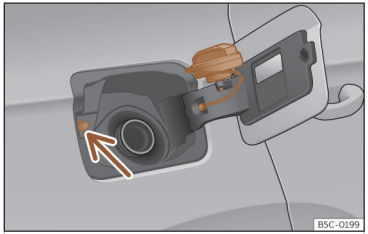

Abb. 199 Tankklappe mit aufgestecktem Tankverschluss.
- Platzieren Sie den Verschluss in der Aussparung, die sich im Scharnier der geöffneten Tankklappe befindet ››› **(Abb. 199)**.
Nicht den Taster für Tankdeckelverriegelung ››› **(Abb. 199)** (Pfeil) berühren. Das System interpretiert ansonsten, dass der Tankvorgang beendet ist und ein weiteres Betanken ist nicht mehr möglich. Um weiter tanken zu können, drücken Sie erneut den Taster in der Fahrertür.